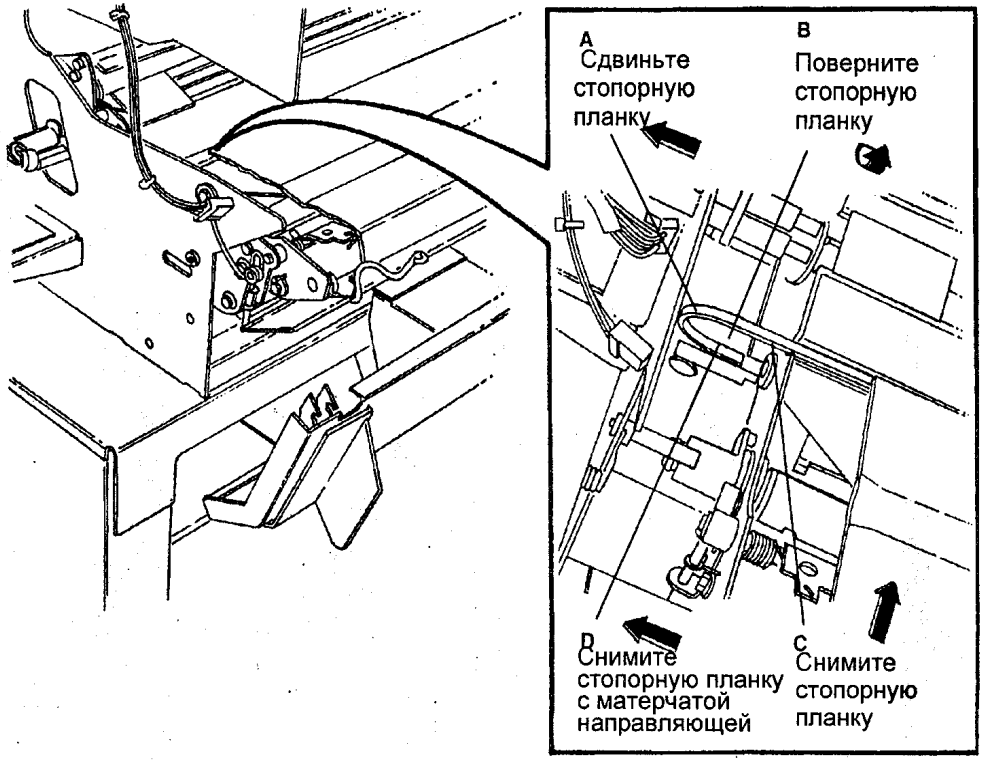

Рис. 10 Снятие стопорной планки с матерчатой направляющей
14. (РИС. 10): СНИМИТЕ СТОПОРНУЮ ПЛАНКУ С МАТЕРЧАТОЙ НАПРАВЛЯЮЩЕЙ.